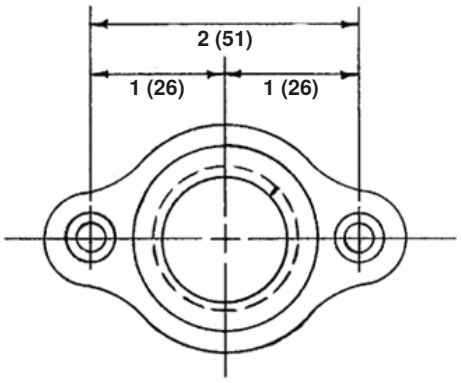

**Figure 28. Écrou de rebut**
1. En utilisant l'écrou de déchets (voir **Figure 28**) comme gabarit, percez trois trous—un trou de drainage de 3/4 de pouce et deux trous de fixation de 1/4 de pouce dans le bac inférieur de l'armoire de la fournaise.